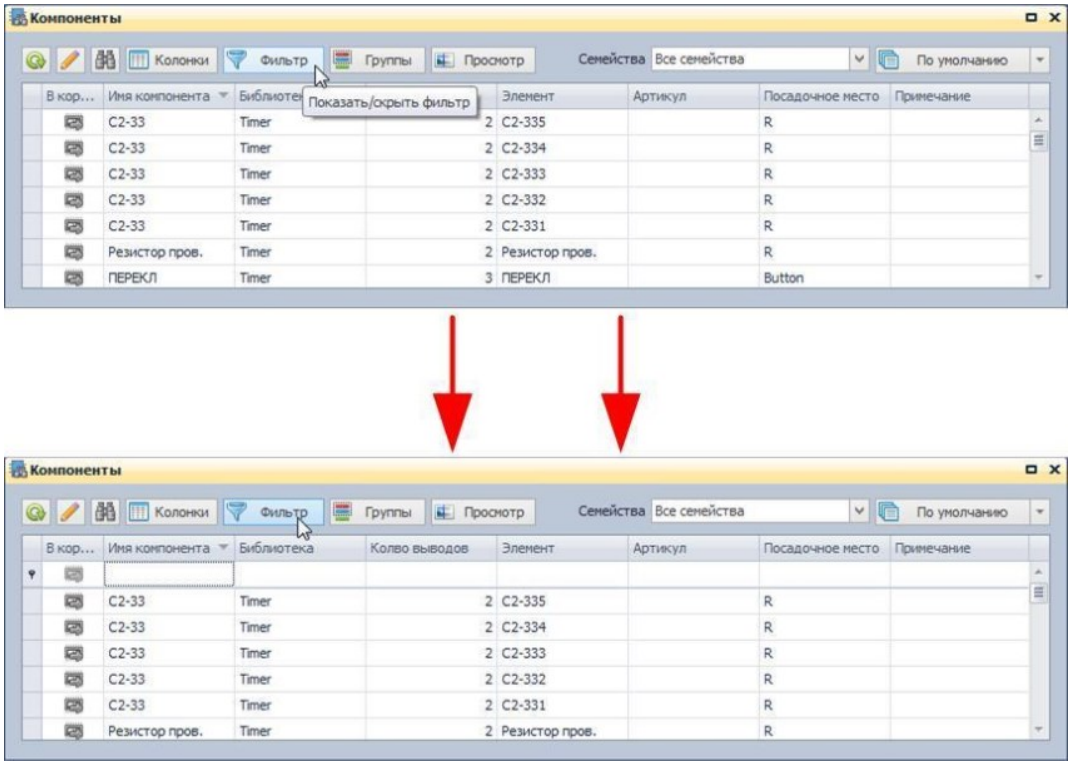

Рис. 772. Отображение панели фильтра
1. Нажмите кнопку Фильтр - «Панель фильтрации», которая расположена на панели инструментов. Над таблицей отобразится панель поиска, см. Рис. 772. На рисунке стрелками указана последовательность действий.